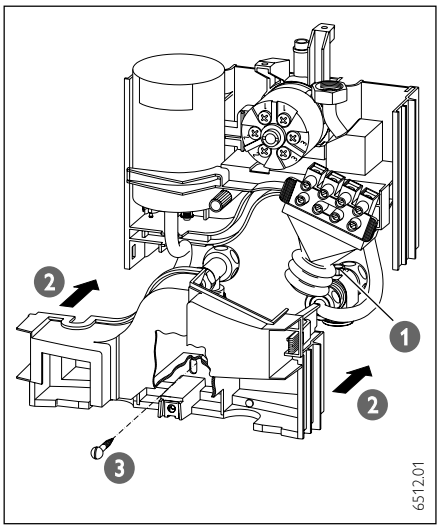

Abb. 18
**Montage abschließen** (Abb. 18)